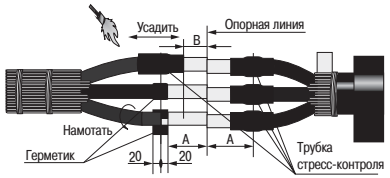

Рисунок 4
4.9 Для каждой жилы ленту-герметик плотно намотать с заходом 20 мм на ступень полупроводящего экрана и на 20 мм на поверхность полиэтиленовой изоляции, обжать рукой (рисунок 4).
4.10 Надеть на каждую жилу трубку стресс-контроля, установить её на расстоянии В (В взять из таблицы 2) от края жилы и усадить с помощью горелки, начиная от конца жилы и далее по направлению к корешку разделки кабеля (рисунок 4).